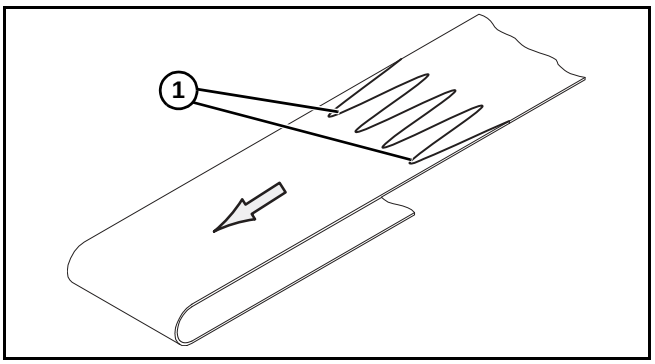

Figure 32
1. Orient the conveyor belt so that the splice leading fingers **(Figure 32, item 1)** point in the direction of belt travel, indicated by the label **(Figure 31, item 1)**.